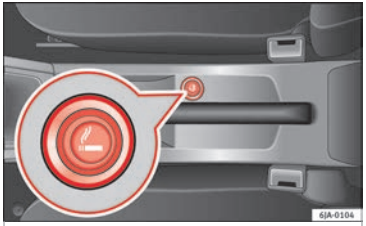

Fig. 152 Centre console: lighter
The cigarette lighter is located at the front of the centre console ››› **Fig. 152**.
– Press the cigarette lighter knob ››› **Fig. 152**.